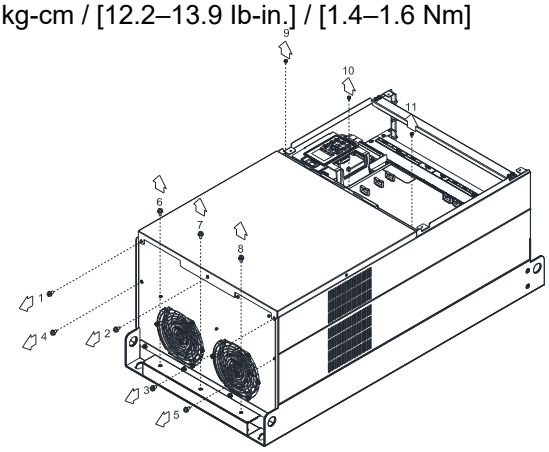

Figure 2
2. For 1–8 shown in the figure 2: Loosen the screws
3. For 9–11 shown in the figure 2: Loosen the screws and remove the cover. Screw M4 torque: 14–16 kg-cm / [12.2–13.9 lb-in.] / [1.4–1.6 Nm]